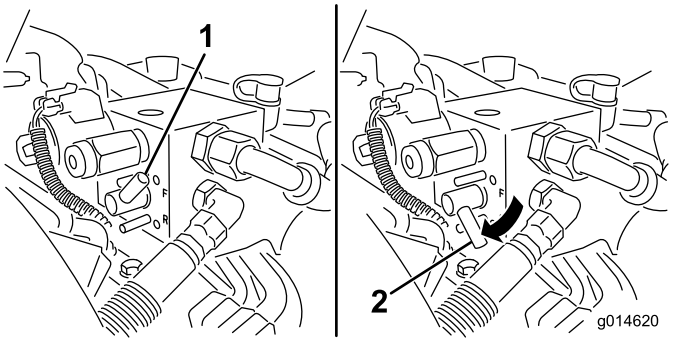

**Figur 53**
5. Drej baglapningsgrebet til tilbagepositionen (R) (Figur 53).